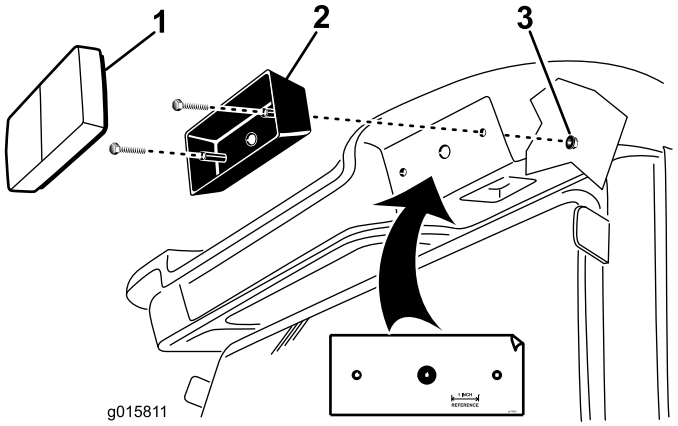

Figura 10
2. En la parte trasera del forro de la cabina, utilice la plantilla (Figura 10) para localizar y marcar los tres huecos de montaje de las luces de advertencia (Figura 10).
6. Monte una carcasa de luz de advertencia en cada posición, sobre el forro, con 2 tornillos Nº 10 de 1 pulgada y 2 tuercas con arandela prensada Nº 10 (Figura 10).